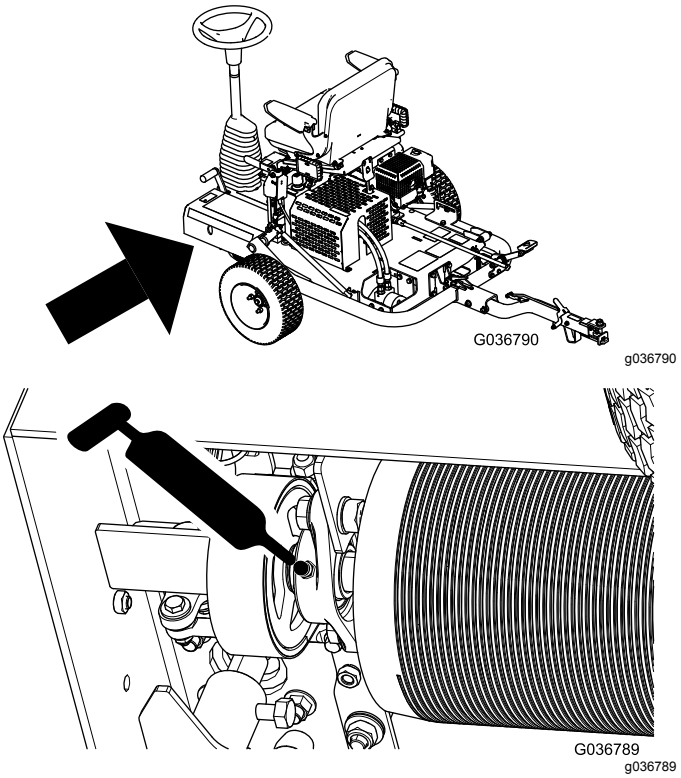

**Figuur 25**
3. Pomp smeervet in de smeernippel zoals getoond in Figuur 25.